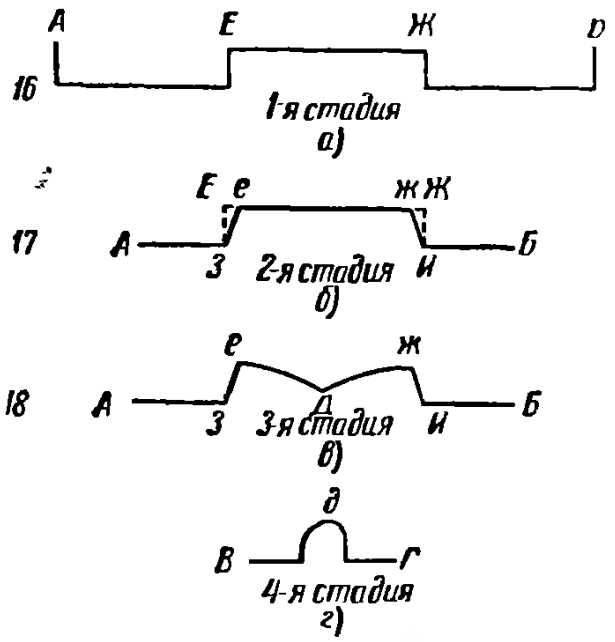
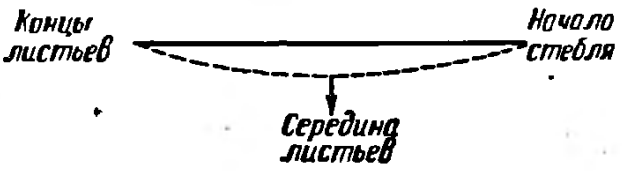

Рис. 58
Рис. 59
На рис. 58 показаны основные стадии резьбы рис. 16, 17 и 18 учебной доски.
2) стамесками № *3*, *4*, *7* вырезать заштрихованную на рис. 16, 17 и 18 учебной доски поверхность на глубину надреза 5 *мм*. Вырезанная поверхность должна быть горизонтальной и гладкой (рис. 58,*а*).
Вторая стадия резьбы: используя стамеску № *4*, срезать на рис. 17 и 18 края листьев, т. е. треугольники *ЕЗе* и *жИЖ*; стебель листьев не обрезать (рис. 58, б).
Третья стадия резьбы: 1) ножом № *3* сделать вертикальные надрезы на рис. 18 учебной доски вдоль сердцевины листьев (рис. 58, в). Надрез начинается у концов листьев и кончается у стебля. Наименьшая глубина надреза у концов листьев и стебля 1 *мм*. Наибольшая глубина надреза в середине листьев 4 *мм* (рис. 59);
2) стамесками № *3* и *4* вырезать поверхность листьев *еДЖ* (рис. 58, в) от срезанных краев их и линий сраще-
1) стамесками *№ 5* и *7* придать стеблю листьев форму, показанную на разрезе по линии *ВГ* (рис. 58, г);